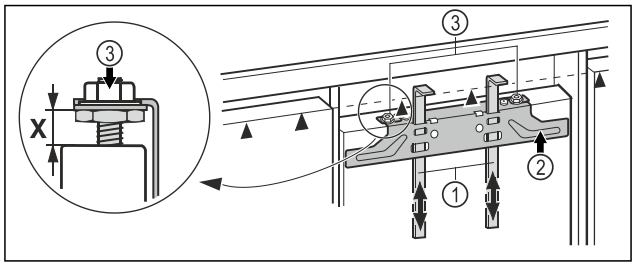

Fig. 37
▶ Push the assembly aids *Fig. 37 (1)* up to unit door height. Lower stop edge ▲ of the assembly aid = upper edge of the unit door to be assembled.
▶ Unscrew the fastening bar *Fig. 37 (2)* using the lock nuts *Fig. 37 (3)*.